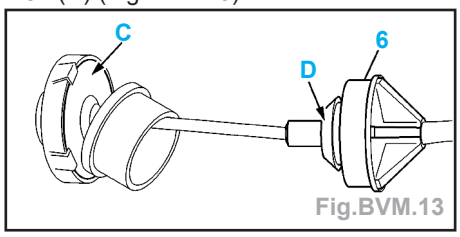

Fig.BVM.13
- Reposer les vis (21); couple de serrage à 3 daN.m.
- Enduire la face d'appui de la rondelle de graisse multifonctionnelle **TOTAL N3945** en (C) (Fig.BVM.13).